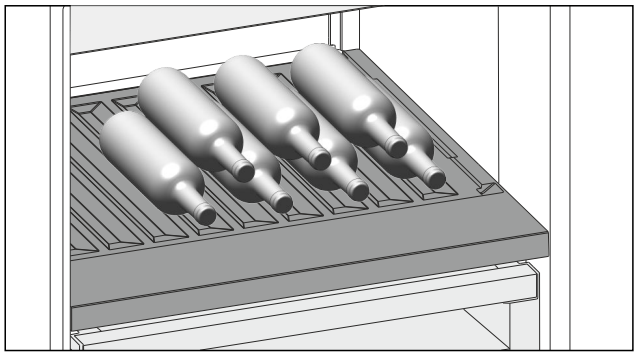

Fig. 108 Voorbeeldweergave
- ▶ Flessen met de bodem naar achteren tegen de achterwand plaatsen. (zie Fig. 108)